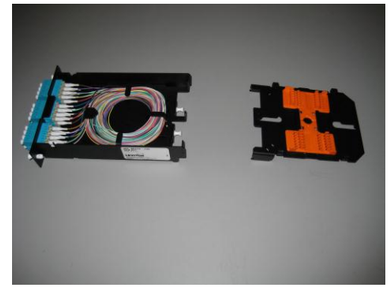

Figura 5
3.8 Coloque la cubierta de empalme y base con la parte posterior de ambos uno frente al otro (Ver Figura 5) Cuando haga la terminación del Módulo de empalme Opt X de 12 - fibras, coloque la cubierta del empalme aproximadamente a 23 cm (9 pulgadas) en la parte posterior y en paralelo con la base. Para el Módulo de empalme Opt X de 24 fibras, coloque la cubierta del empalme aproximadamente a 10 cm (4 pulgadas) de la parte posterior.
4.1 Asegure el cable de entrada en la parte inferior de la base del módulo de empalme. (Ver Figura 5)